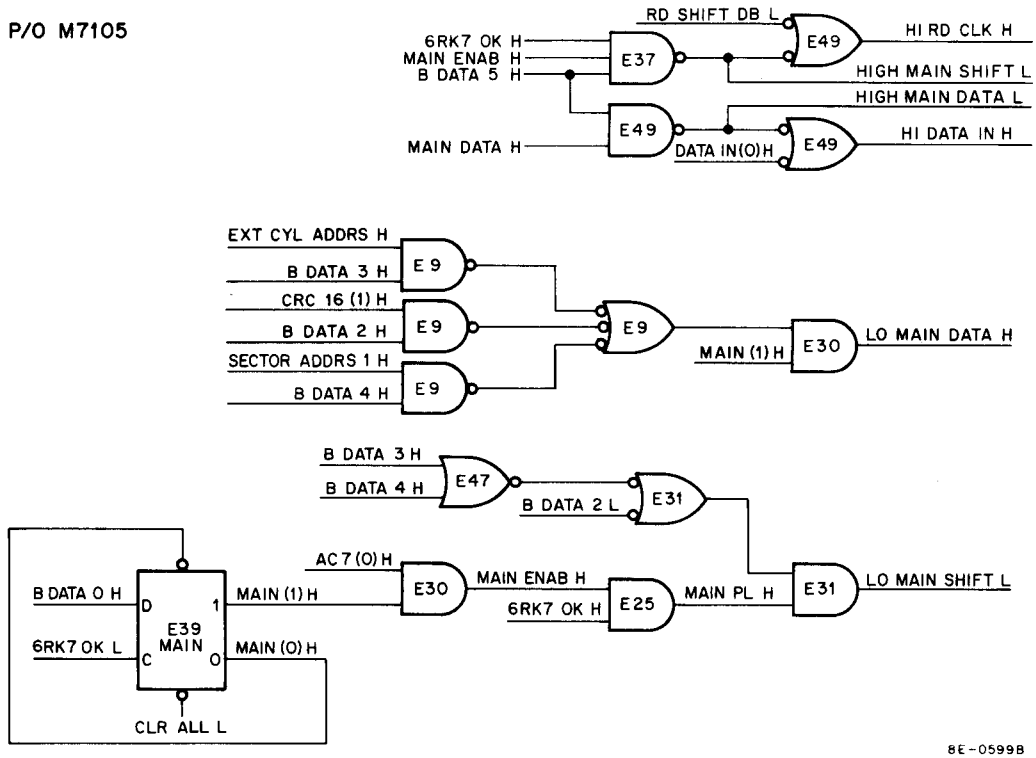

Figure 11-25 Data Buffer Register (sheet 2)
11.15.8.2 Data Buffer Control 1 and Data Buffer 1 – Data Buffer control 1 is used to control Data Buffer Register 1 (Figures 11-25 and 11-26). DB CONT1 is set to a 1 state when DB1 is loaded and remains in a 1 state until the data is transferred to DB2. DB1 is loaded (DB CONT1 goes to a 1 state) during write breaks by data from memory when LD RD BUFFER H is asserted by BRK DIR (0) H and DATA ENABLE (1) H (Figure 11-25). During read operations, DB1 is loaded with serial data so the input to DB CONT1 is not clocked in until 12 bits are read from the disk cartridge. When 12 bits are read and shifted into DB1 by the read clock, 12th BIT OK H is asserted and DB CONT1 goes to a 1 state (DB1 is full).